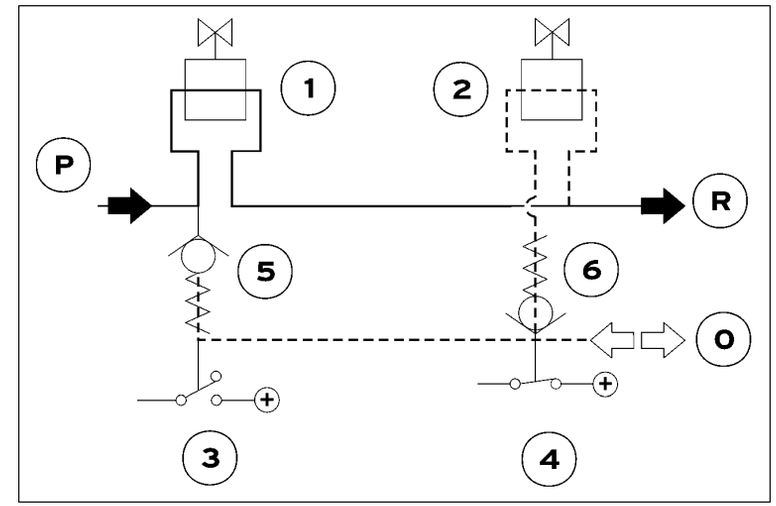

Fig.4
- Solenoid valve (**1-Fig.4**): open;
- Solenoid valve (**2-Fig.4**): open.
The fluid passes through the solenoid valve (**1-Fig.4**) and is sent to the reservoir.
The pressure inside the system reaches 20 bars and the minimum pressure switch (**3-Fig.4**) opens.
Following occasional pressure increases (e.g. rough road surface), the minimum pressure valve (**6-Fig.4**) opens.
The excess pressure is relieved by means of the solenoid valve (**2-Fig.4**).
Low position hold (Fig.4)